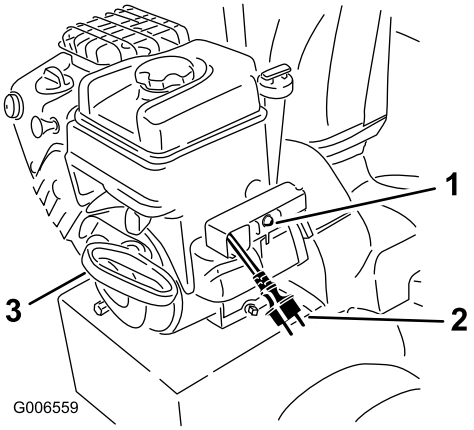

Figur 29
7. Start snøfreseren ved å dra i tilbakespolingsstarteren, eller trykke ned den elektriske startknappen (Figur 29).